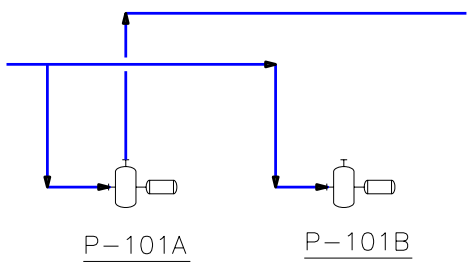

Figure 2-54 *Line connecting the vertical nozzle of the pump*
6. Specify the start point on the vertical nozzle of the pump tagged **P-101A**, and then create a line, as shown in Figure 2-54.